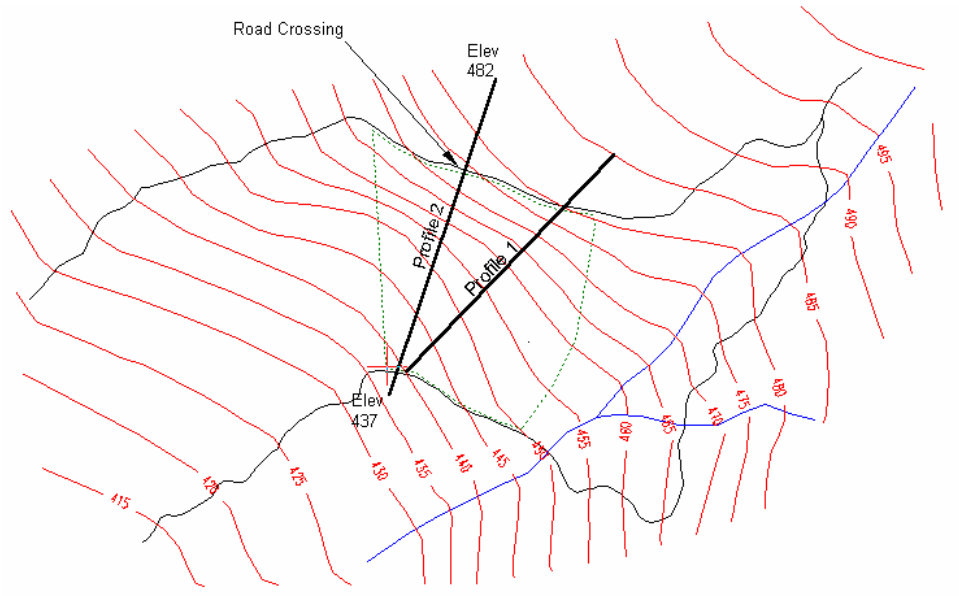

Figure 9.18: Plan View of digitize profile.TER.
2. Select the Plan Window by clicking on the title bar. Select menu File│Print Active Window. Choose NO to plot current page only. Press OK. This will print the contour map shown in Figure 9.18